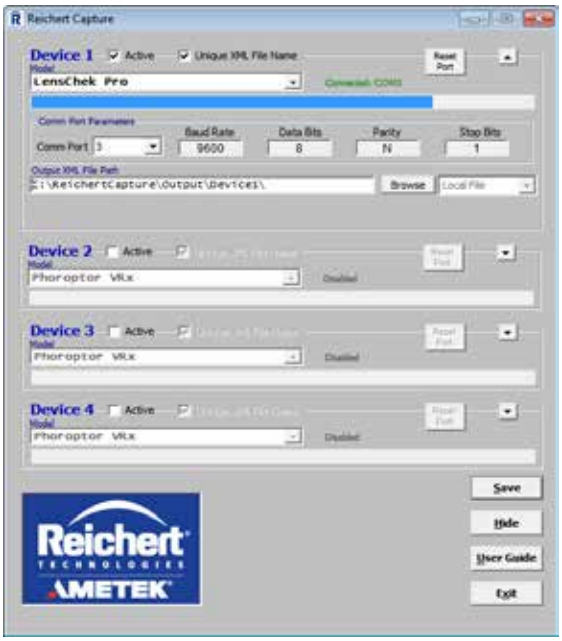

Figure IS-12, Data Transfer
9. Save the setup data by selecting Save. Refer to Figure IS-12.